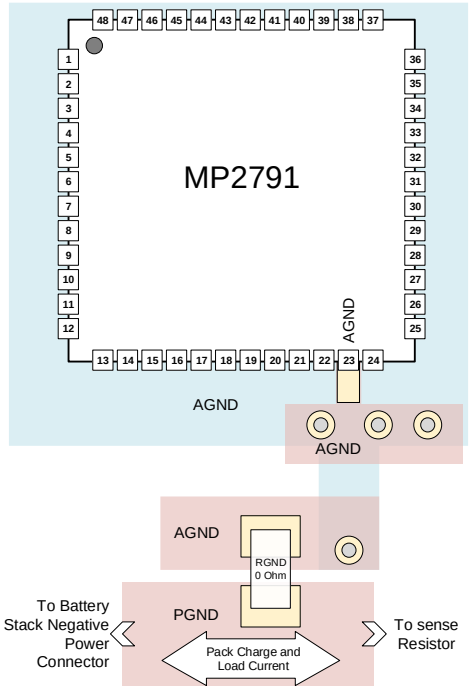
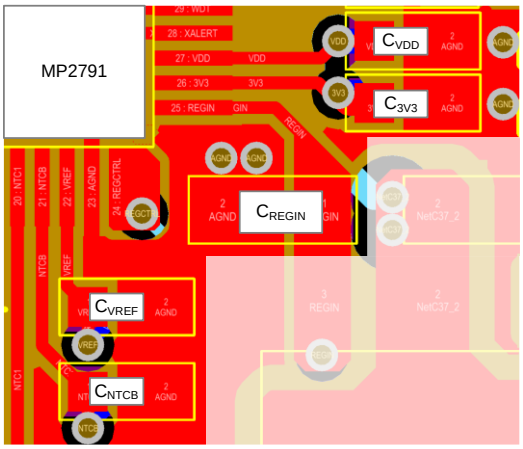
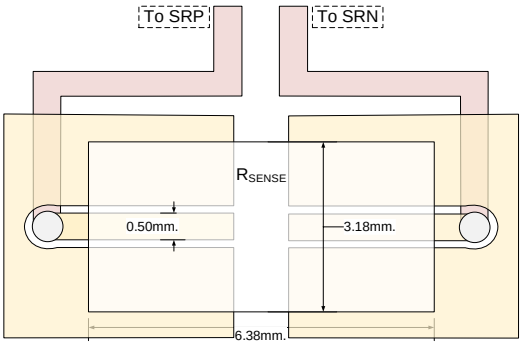

Figure 22: Recommended Layout for AGND
Figure 23: Recommended Layout for Decoupling Capacitors
Figure 24: 2512 Sense Resistor using 4-Wire Footprint
Proper PCB layout is critical to reduce noise, and to optimize the device's accuracy and reliability. For the best results, refer to Figure 22, Figure 23, and Figure 24, and follow the guidelines below:
1. Route the ground plane such that it reduces ground noise and prevents stray current (see Figure 22).
5. The REGIN, VDD, VREF, 3V3, and NTCB pins require external decoupling capacitors, which should be placed as close as possible to each pin. Minimize the trace inductance from these pins to AGND (see Figure 23).
6. Consider Kelvin connections at the sense resistor. A sense resistor with a dedicated sensing pad is ideal. A simple two-terminal sense resistor can be used in a 4-wire sensing configuration (see Figure 24).